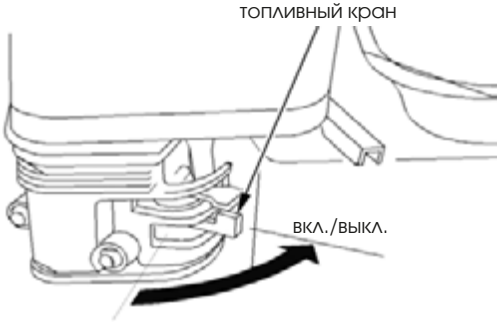

Рисунок 12
2. Установите топливный кран в положение «ВКЛ» (рис. 12).